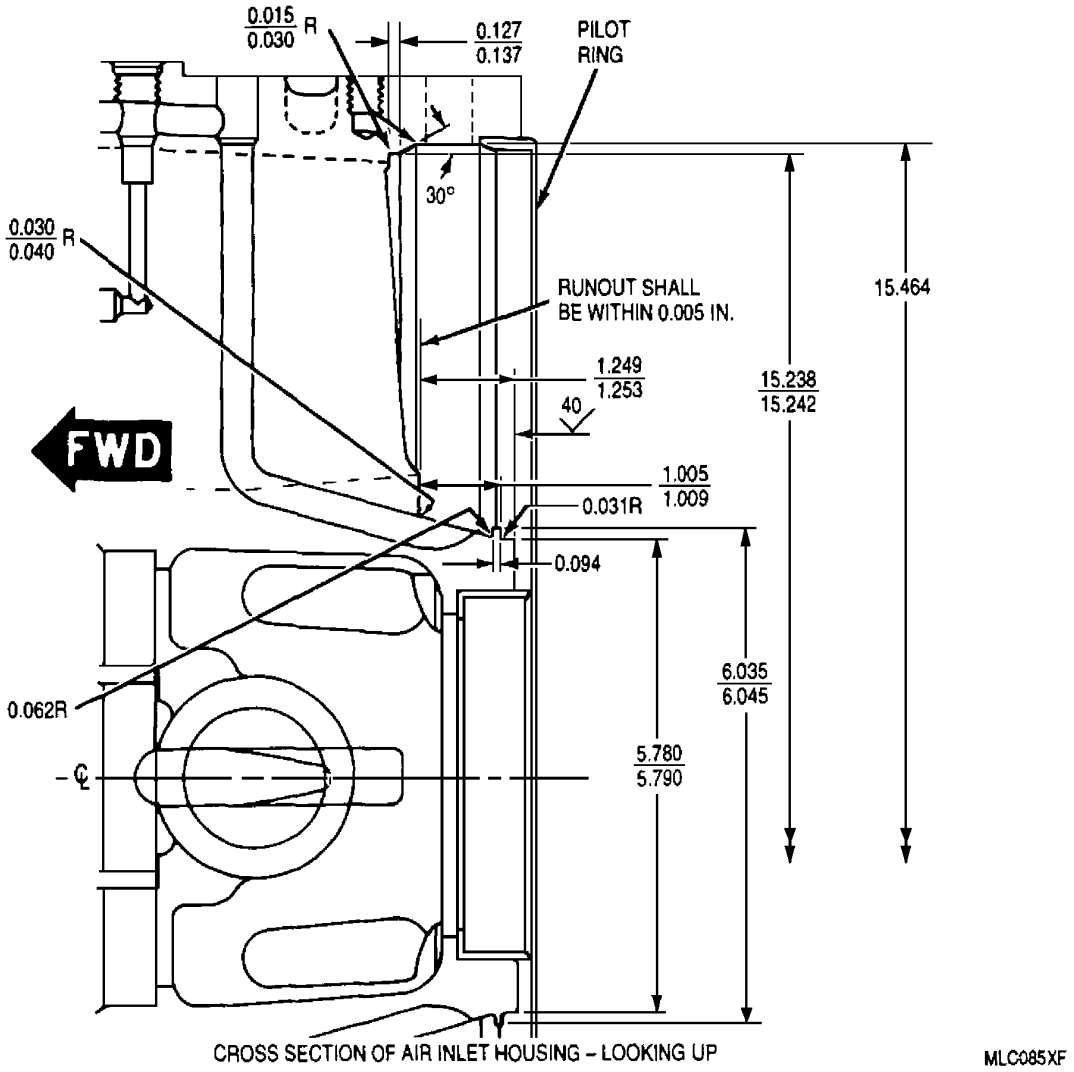

Figure 13. Air Inlet Housing Repair
a. Grind out all corroded areas (figure 13).